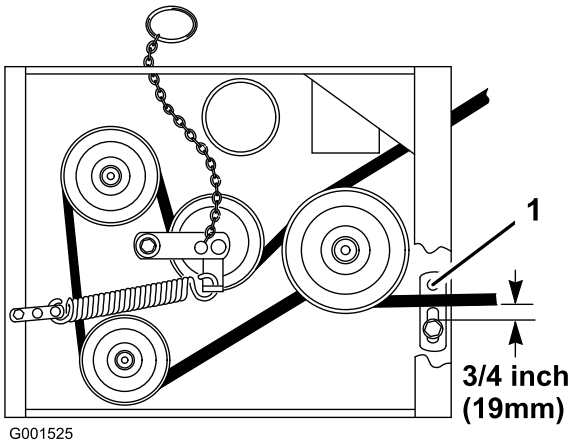

Figura 47
8. Compruebe que la guía de la correa, situada debajo del bastidor del motor, está ajustada correctamente (Figura 47).
Nota: La distancia entre la guía de la correa y la correa del cortacésped debe ser de 19 mm (3/4 pulg.) cuando la correa del cortacésped está engranada (Figura 47). Ajuste la correa del cortacésped si es necesario. La correa no debe rozar ni salirse de la polea si las guías y la tensión de la correa están correctamente ajustadas.